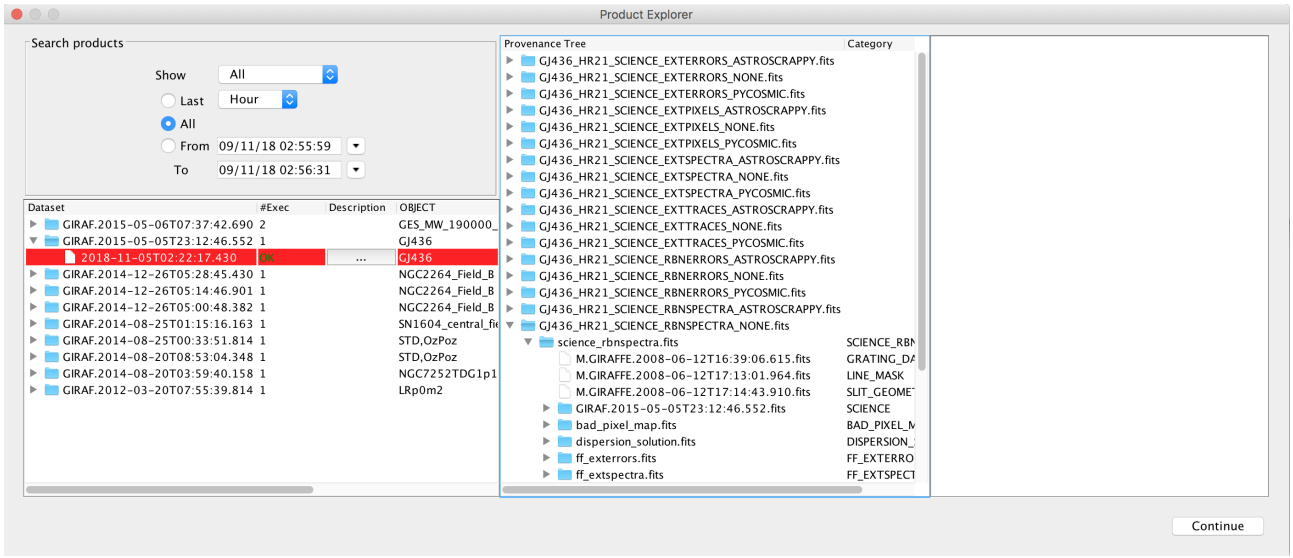

Figure 3.11: *The Provenance Explorer shows all datasets reduced in previous executions together with the full reduction chain for all the pipeline products.*
23. Once the reduction of all datasets has finished, a pop-up window called *Product Explorer* will appear, showing the datasets which have been reduced together with the list of final products. This actor allows the user to inspect the final data products, as well as to search and inspect the input data used to create any of the products of the workflow. Figure 3.11 shows the Product Explorer window. A full description of the *Product Explorer* will be presented in Section 6.3.3.